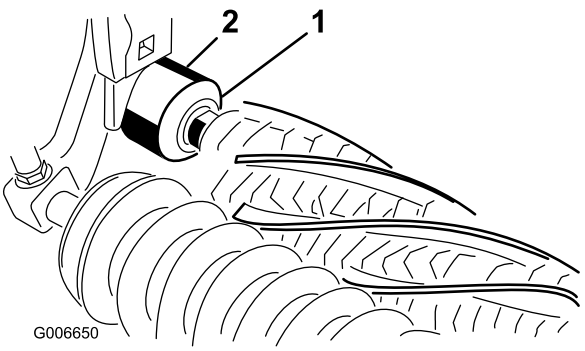

Figura 25
26. Certifique-se de que o rebordo vedante, em cada vedante de eliminação de sedimentos, toca ao de leve em todas as caixas de rolamentos (Figura 25).